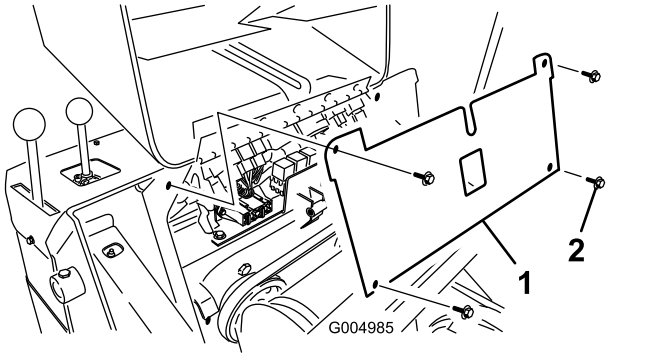

**Figure 42**
5. Remove the 4 screws securing the fuse panel and then pull the panel out and up to remove it (Figure 42).